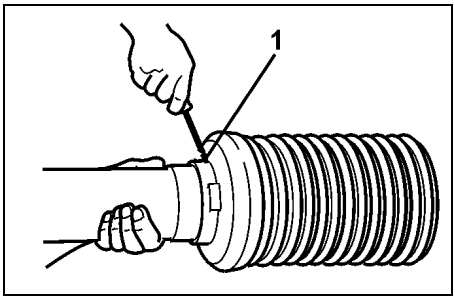

Rys. 8
- Wykręcić śrubę blokującą (Rys. 8/1).